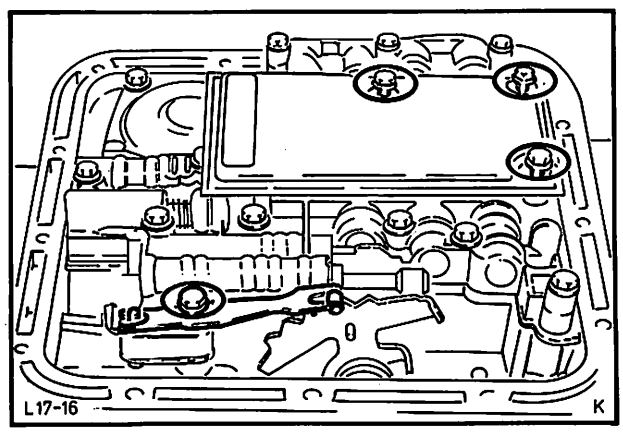

Abb. 41 Schrauben, Ölsieb und Spannfeder – Schaltarretierung
4. Spannfeder – Schaltarretierung (1 Schraube) abschrauben. Abb. 41.